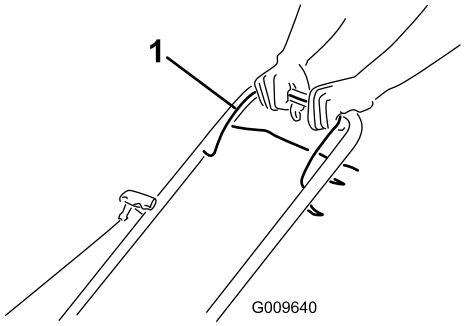

Figur 11
2. Hold knivkontrollkabelen Figur 11 mot håndtaket.